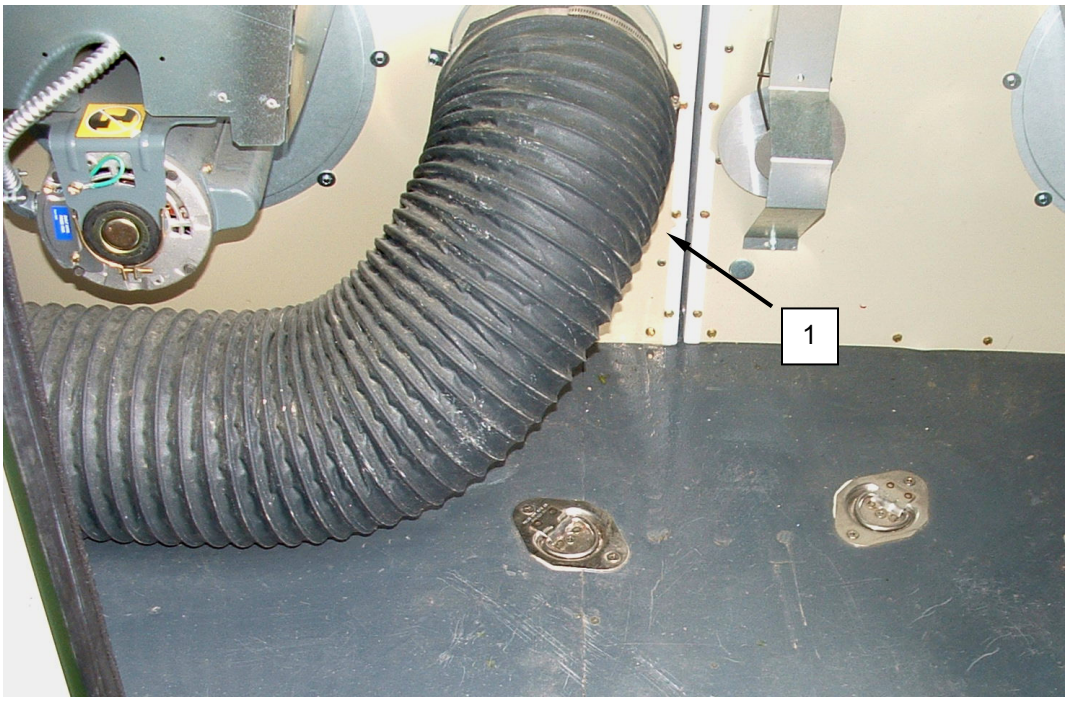

Figure 2. Clean the Dryer Exhaust Ducts.
2. Remove clamps retaining ducts **(Figure 2, Item 1)**, and remove ducts.
3. Flush ducts **(Figure 2, Item 1)** out with hot soapy water.
4. Install ducts **(Figure 2, Item 1)** and retain with clamps.